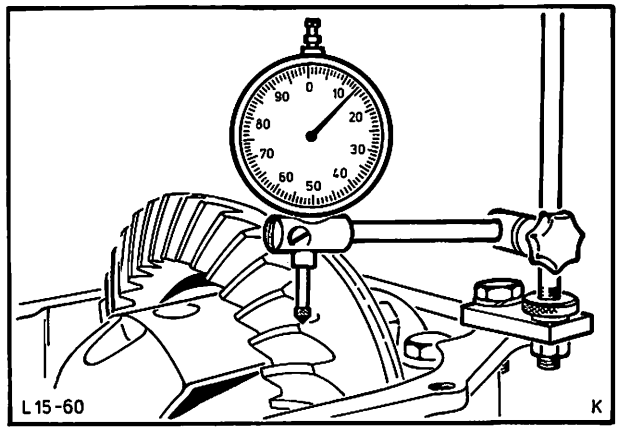

Abb. 89 Taststift der Meßuhr rechtwinklig auf einen Zahn des Tellerrades setzen
50. Taststift der Meßuhr rechtwinklig auf einen Zahn des Tellerrades setzen, Abb. 89. Zahnflankenspiel an vier Stellen messen (Tellerrad um jeweils zwei Schraubenköpfe weiterdrehen).